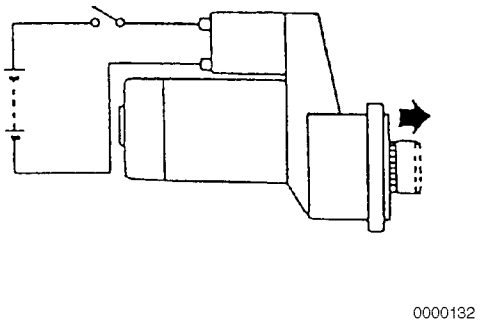

Figure 11-33
4. Turn the switch ON and measure the pinion moving distance L in the thrust direction **(Figure 11-33)**. Perform this test within 10 seconds. *See Starter Motor Specifications on page 11-7 for the service limit.*